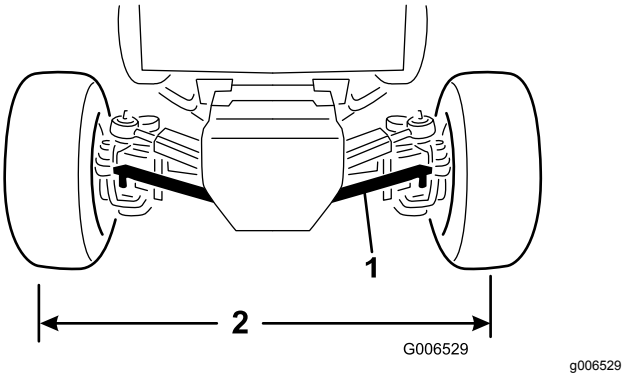

**Figur 63**
1. Fjern splitten og kronemøtrikken, der fastgør en af forbindelsesstangens kugleled til monteringsbeslaget på akslen, og skil kugleleddet fra akslen (Figur 63).
3. Drej forbindelsesstangens kugleled indad eller udad, indtil afstanden fra midten til midten foran og bag på baghjulene er den samme (Figur 63).